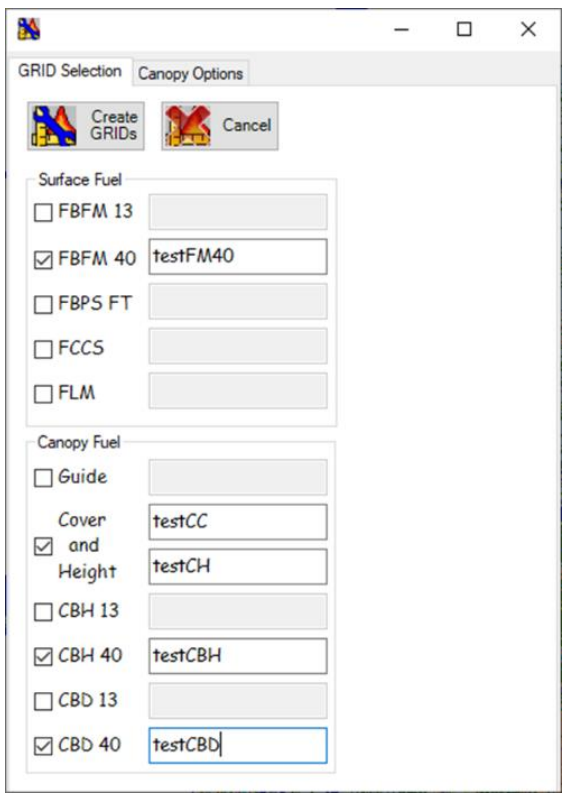

***Figure 7-31.** Fuel and canopy option selection box with **GRID Selection** screen visible.*
The following dialog box with the **GRID Selection** tab visible will open (Figure 7-31).
- When finished with both **GRID Selection** and **Canopy Options** tabs, make sure the **GRID Selection** page is open and click the **Create GRIDs** button. (Figure 7-31).